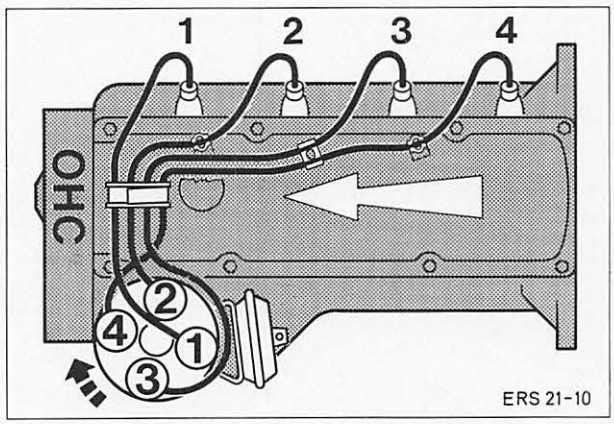

Abb. 78 Zündkabelanordnung (Zündfolge)
65. Zündkerzen einschrauben und mit vorgeschriebenem Drehmoment festziehen. Verteilerkappe aufsetzen und Zündkabel in gezeigter Anordnung, Abb. 78, auf die Zündkerzen stecken.